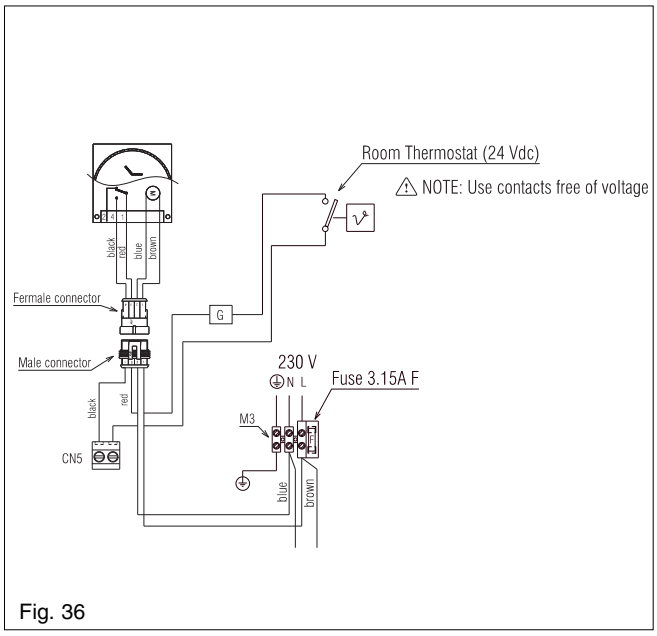

Fig. 36
- programmable room thermostats (fig. 36)